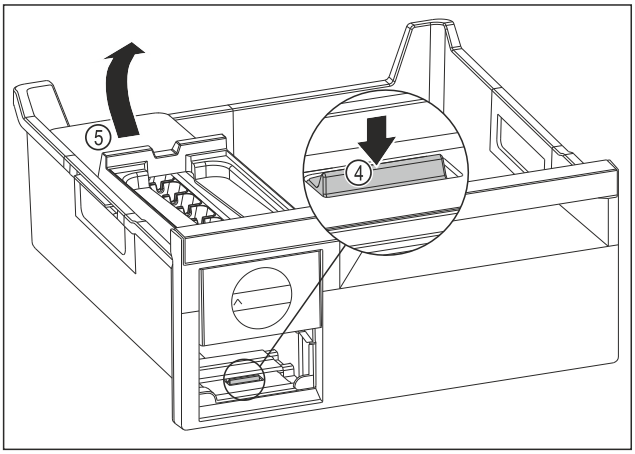

Fig. 105
▶ Odstranjevanje glavnega dela EasyTwist-Ice: Spono *Fig. 105 (4)* s prstom potisnite navzdol in hkrati z drugo roko glavni del EasyTwist-Ice *Fig. 105 (5)* od zadaj dvignite.